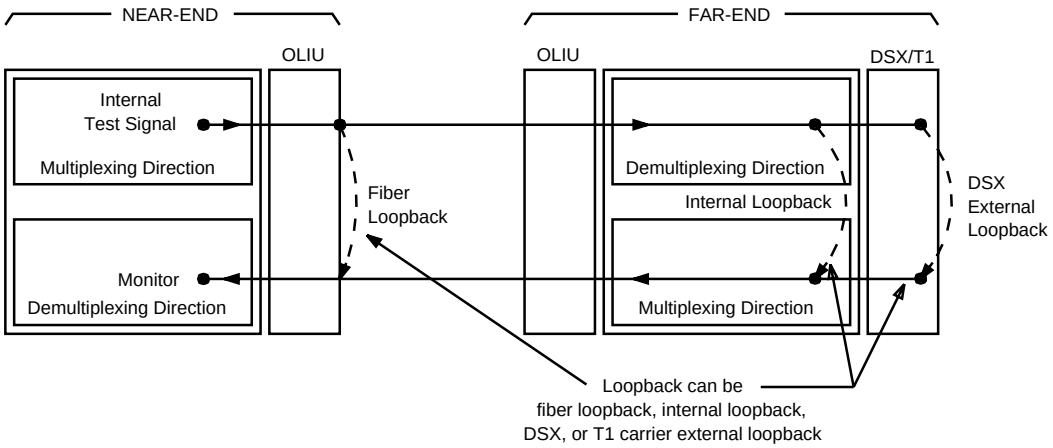

Figure 11-6. Automated Transmission Test of DS3 Signal in MUX Direction
- **mux** The test signal is inserted in the MUX direction and the received signal is monitored from the MUX direction (default) as shown in Figure 11-6.